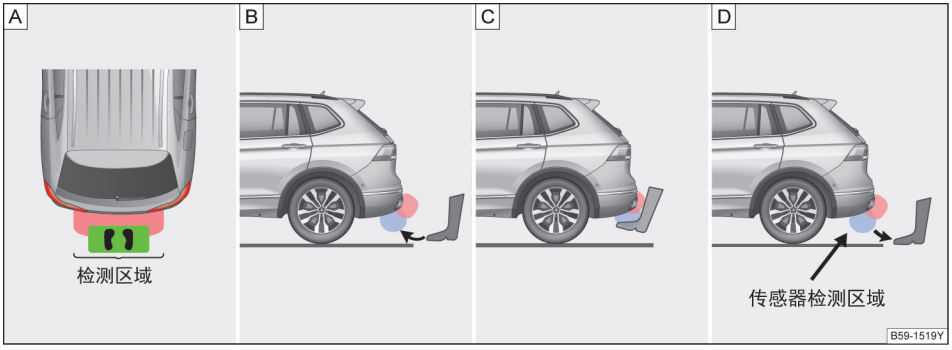

图 64 详细的脚踢步骤
1、站到后保险杠前中间位置的有效识别区域内→ 图 64 [A]。
2、控制小腿快速踢向行李厢盖→ 图 64 [B]。
3、小腿紧紧靠近后保险杠处停止，并且不能触碰到后保险杠→ 图 64 C。
4、小腿停止后立即收回，并回到踢出位置→ 图 64 D。